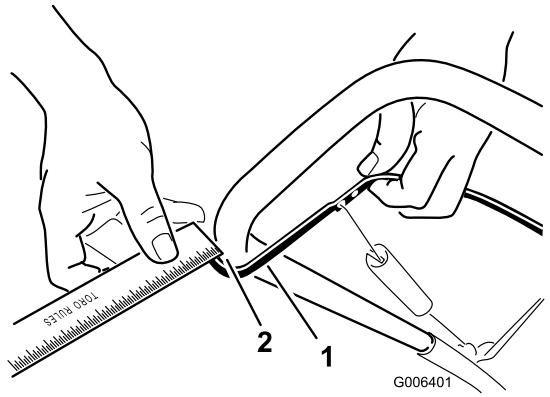

Figur 25
För styrstången tillbaka mot handtaget för att få bort slacket i styrkabeln (Figur 25).
Obs: Kontrollera att det finns ett mellanrum på 2 till 3 mm mellan styrstången och handtaget (Figur 25).
2. Flytta Z-inpassningen till ett högre eller lägre hål i justerlänken efter behov för att erhålla mellanrummet på 2–3 mm mellan styrstången och handtaget (Figur 25).